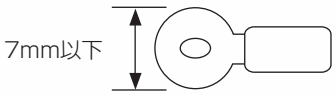

図1. 圧着端子
- 端子台への結線は、 M3.5用の圧着端子を使用してください。(図1参照)